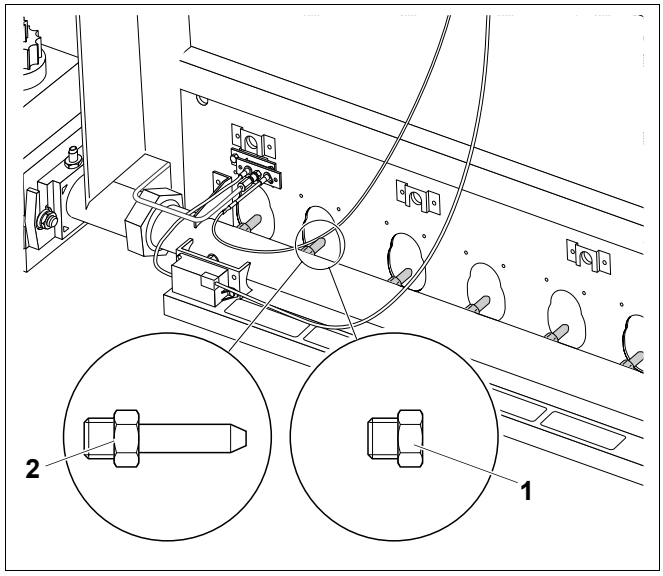

Рис. 25 Контроль форсунок основного газа
- Проверить обозначение форсунок основного газа с приведенными в (таб. 17) и на рис. 25.
- Проверить обозначение форсунок основного газа с приведенными в (таб. 17) и на рис. 25, страница 48.